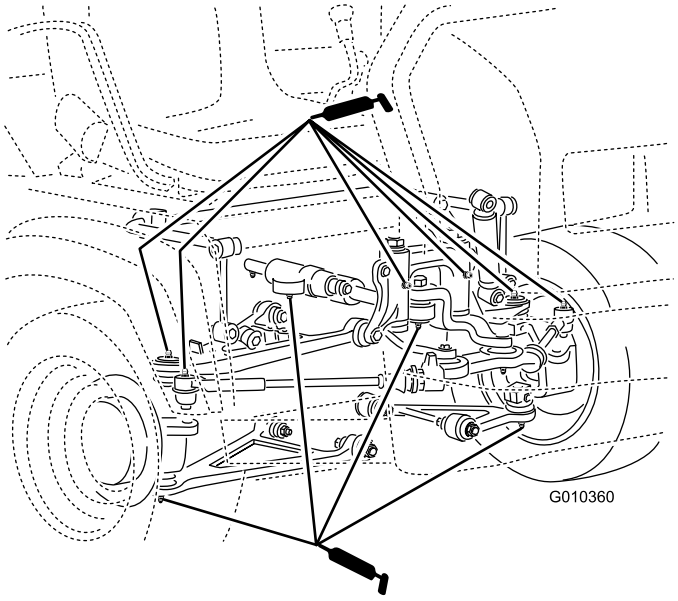

**Figur 29**
- **Kulleder (4)**, se Figur 29
- **Dragstänger (2)**, se Figur 29
- **Ledfästen (2)**, se Figur 29
- **Styrcylinder (2)**, se Figur 29